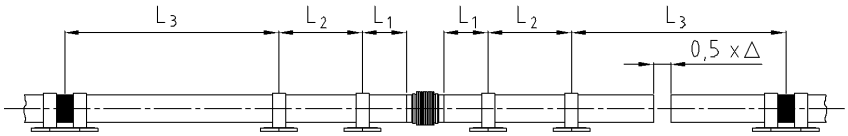

Bild 2
- Rohrleitung allseitig in der Stabachse ausrichten: Abstand der Rohrführungen gemäss Bild 2, Tabelle 2 und Diagramm 2 beachten.